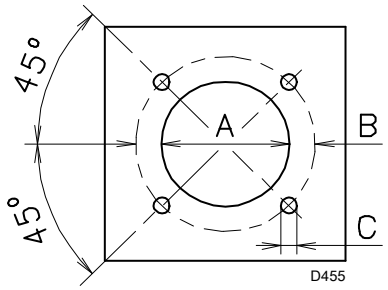

图 15
如 图 15 (表 K) 所示，在炉膛前烟箱板上钻孔。可以用随燃烧器附带的隔热垫定位螺纹孔的位置。
- ➤ 将燃烧器整体安装到之前在锅炉前烟箱板上已钻好的孔(图15)上，同时将随附螺丝拧紧。